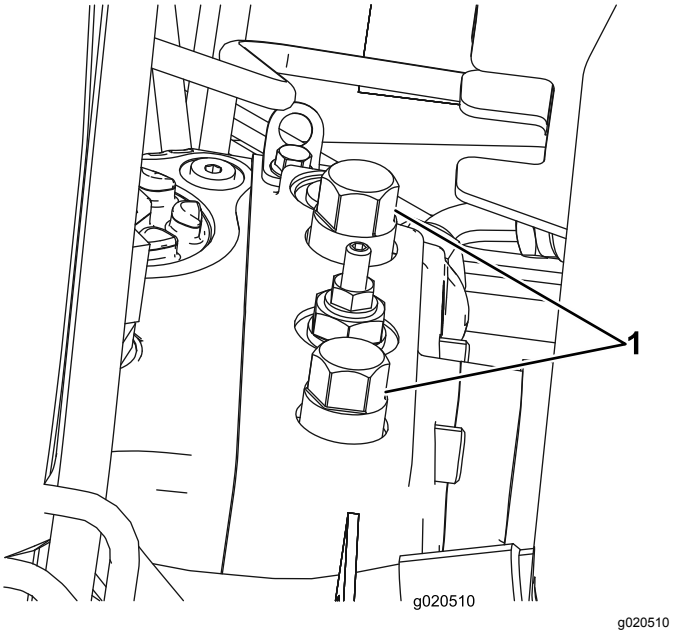

Figur 40
1. Öppna huven och leta upp överströmningsventilerna (Figur 40) högst upp på pumpen, bakom batteriet/förvaringslådorna.